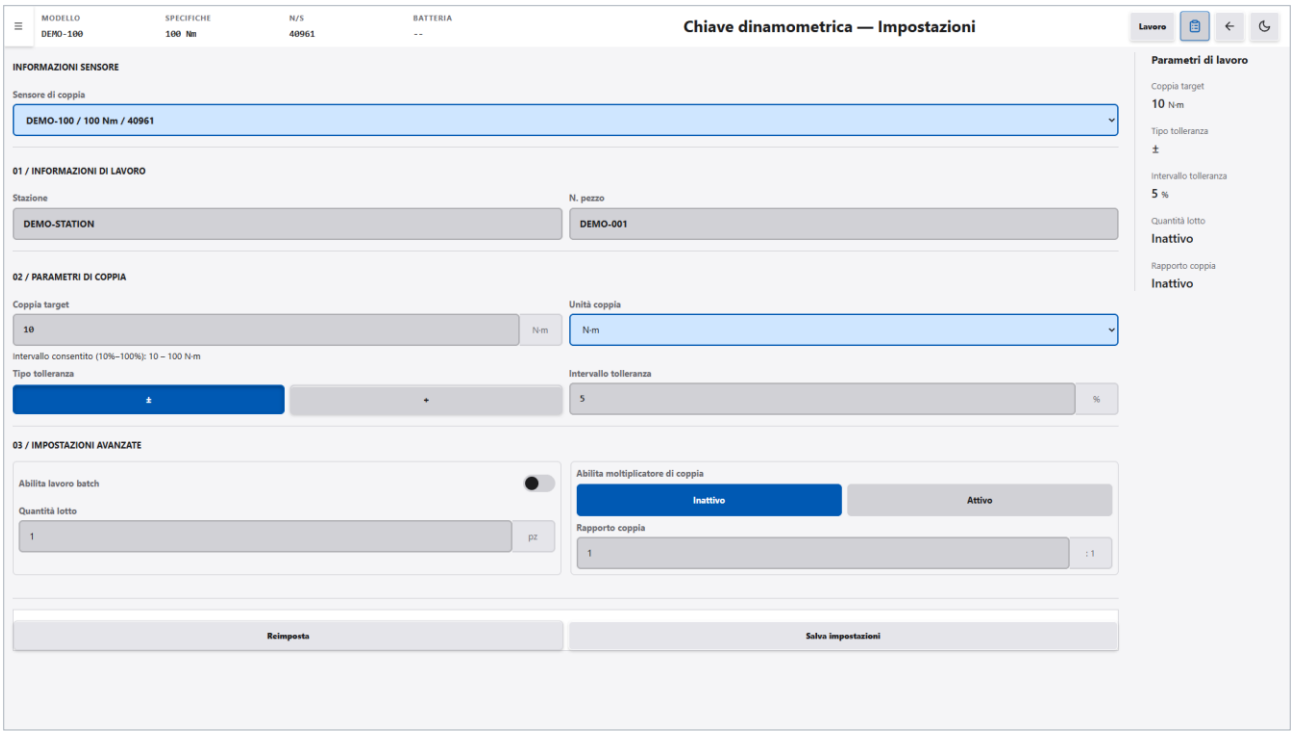

Figura 5-8 Schermata delle impostazioni della chiave dinamometrica
1. Nella schermata di lavoro della chiave dinamometrica, fare clic su «Impostazioni» in alto a destra. Viene visualizzata la schermata «Chiave dinamometrica — Impostazioni» con il modulo compilato con le impostazioni salvate (vedere la Figura 5-8).